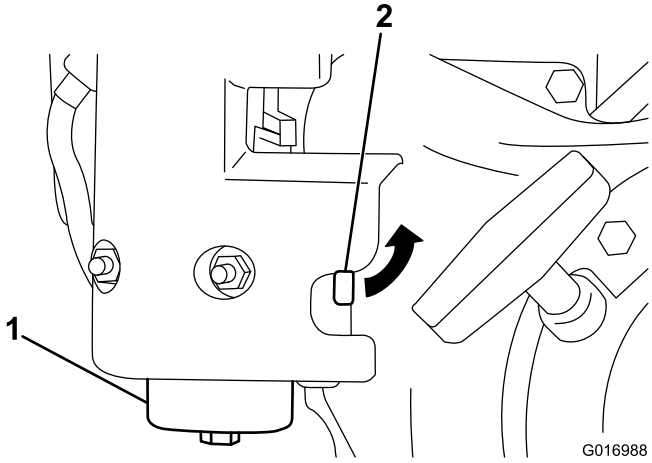

Figur 32
1. Stäng bränslekranen och skruva av skålen från filterstommen (Figur 32).